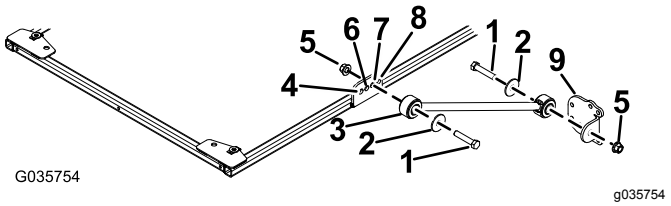

Figure 35
2. De chaque côté du cadre du pare-soleil, fixez légèrement un raidisseur dans le troisième trou de la plaque du cadre à l'aide d'un boulon (1/2" x 2-1/2"), d'une rondelle (1/2") et d'un écrou à embase (1/2"), comme montré à la Figure 35.
3. Fixez légèrement un support à chaque raidisseur à l'aide d'un boulon (1/2" x 2-1/2"), d'une rondelle (1/2") et d'un écrou à embase (1/2"), comme montré à la Figure 35.